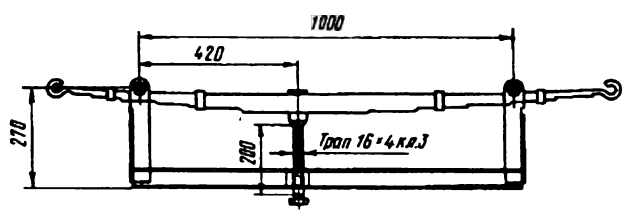

Рис. 159. Распрямление рессоры при установке ее на автомобиль
3. Отсоедините рессоры от рамы. При этом рекомендуется рессоры распрямлять при помощи специального приспособления (рис. 159), которое облегчает разборку серьги и отсоединение заднего конца рессоры.